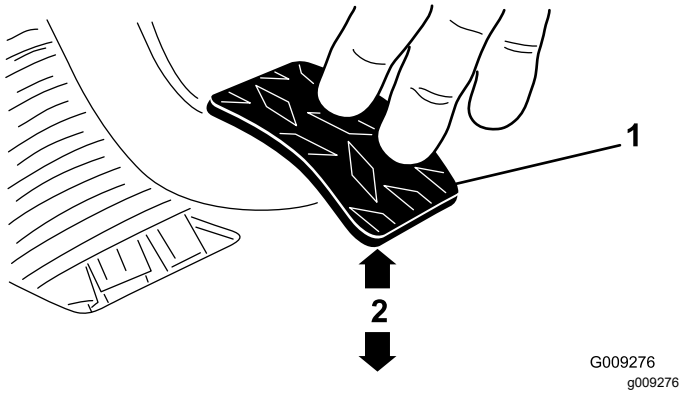

**Figura 58**
3. Ajuste las contratuercas o la articulación esférica hasta que el borde trasero del pedal del embrague esté a 9.2 mm – 9.8 cm (3⅝" – 3⅞") del borde superior del dibujo a rombos de la chapa de suelo al aplicar una fuerza de 1.8 kg (4 libras) al pedal (Figura 58).